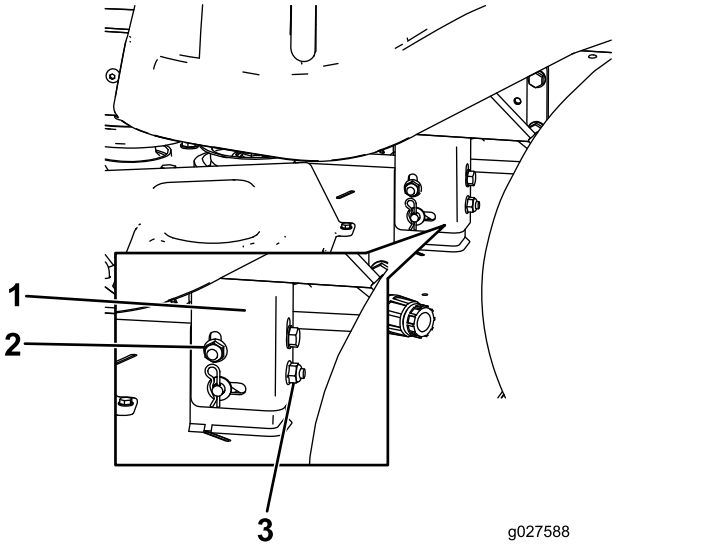

Figur 59
8. Hæv eller sænk den venstre side af plæneklipperskjoldet ved at dreje den bageste møtrik (Figur 59).
den bageste møtrik mod uret for at sænke plæneklipperskjoldet. (Figur 59).